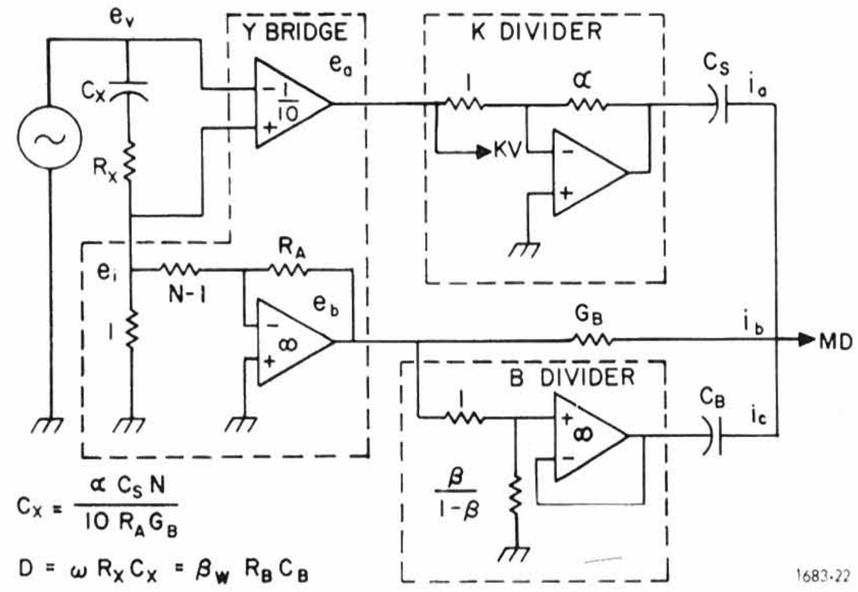

Figure 4-10. Cs with D as a loss bridge configuration.
General. With the Y-bridge circuit, the K-, C-, and B-divider boards can be switched by the function selector to form three elementary bridge configurations for measuring: (1) C with D as a loss, (2) C with equivalent series resistance (ESR) as a loss, and (3) L_s and R_s. Figures 4-10 through 4-12 show a functional representation of the three configurations. The C divider is an available accessory for ESR measurements.